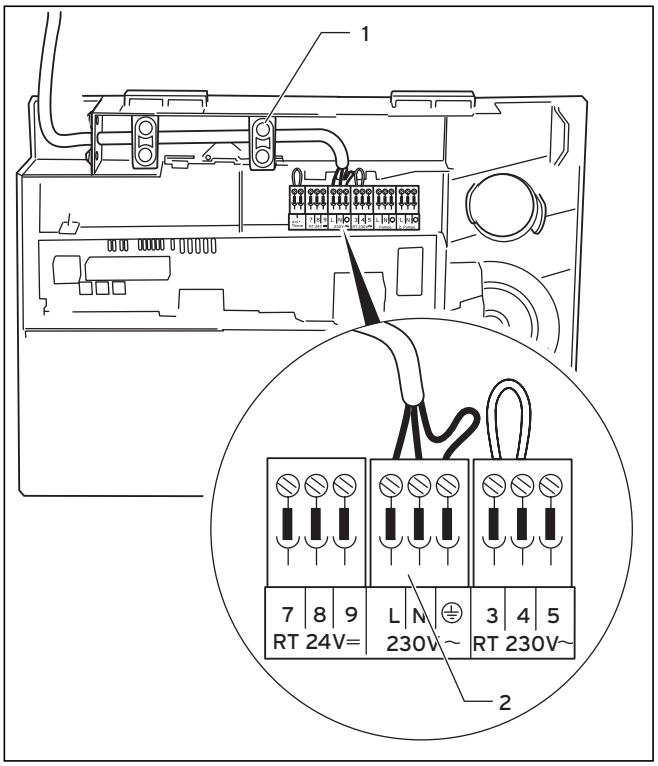

Abb. 5.7 Anschluss der Netzzuleitung
- Sichern Sie die Leitungen mit den Zugentlastungen (**1**, Abb. 5.7 und 5.8).
- Verlegen Sie die Netzzuleitung zur Anschlussebene im Schaltkasten wie in Abbildung 5.7 gezeigt.
- Sichern Sie die Leitungen mit der Zugentlastung (**1**, Abb. 5.7)